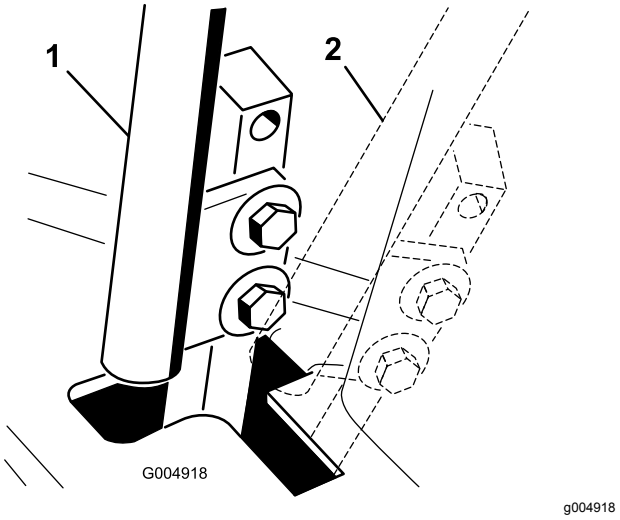

Figur 51
4. Flyt bevægelseshåndtaget til den NEUTRALE POSITION, men **ikke låst** (Figur 51).
6. Kontroller, hvor håndtaget er i forhold til hakket i konsollen (Figur 51).